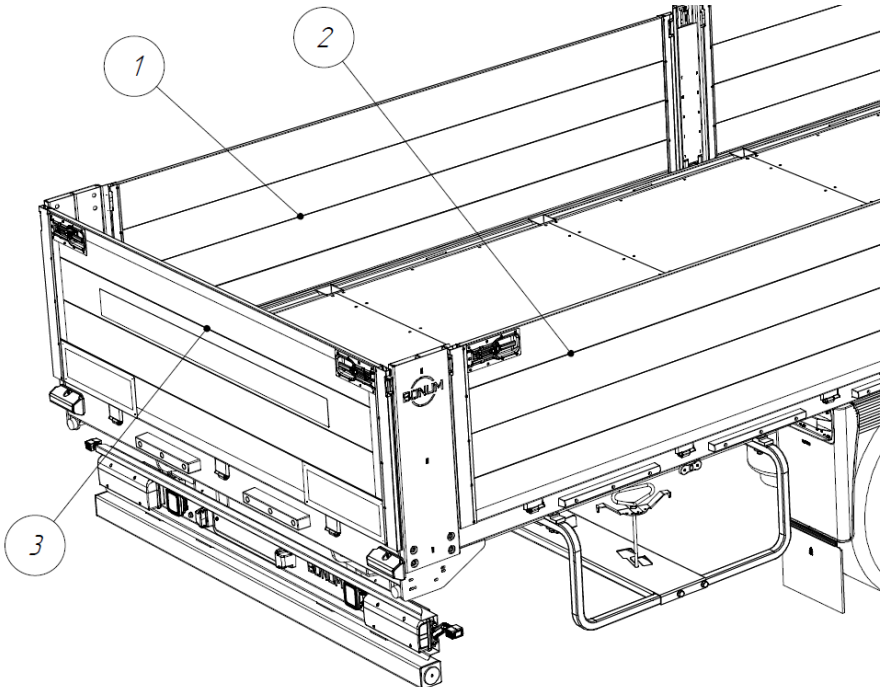

Рис. 1.22 – Откидные борта
Откидные борта (могут отсутствовать в версии полуприцепа «платформа») (рис. 1.22) являются ограничительными элементами грузовой платформы. Левые борта (1) расположены вдоль левой стороны полуприцепа по ходу движения, правые (2) – вдоль правой. В задней части также находится задний борт (3). Стандартная высота бортов - 600 мм или 800 мм.